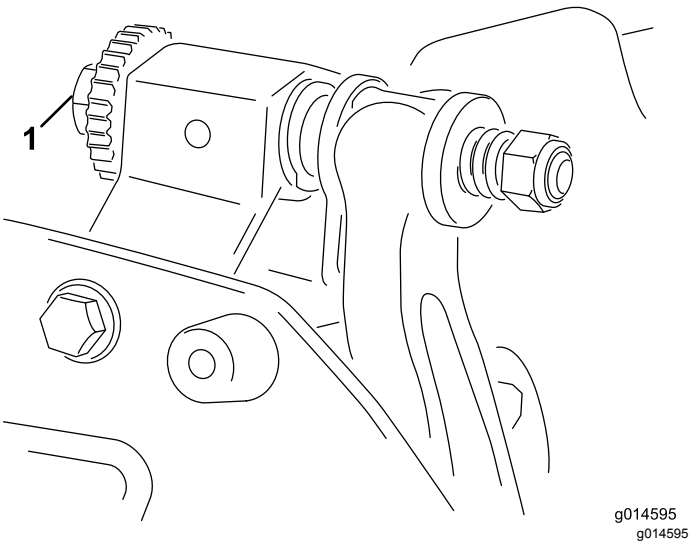

Figur 9
A. Skru justeringsskruene til motstålet med klokken (Figur 9), ett hakk om gangen, til du merker og hører at det er lett kontakt.
6. Juster høyre justeringsskrue på motstangen (Figur 9) til du kjenner et lett press på mellomlegget når du beveger det fra side til side. Fjern mellomlegget.